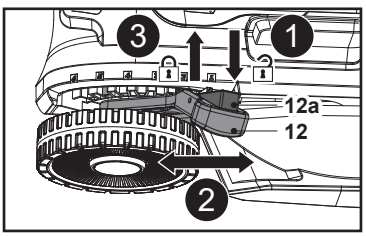

**Fig. 11**
1. Pulse el botón de bloqueo (12a) y manténgalo en esta posición (Fig. 11, paso 1).
2. Mueva la palanca (12) hacia adelante o hacia atrás para ajustar la altura de corte (Fig. 11, paso 2).
3. Suelte el botón de bloqueo (12a) y asegúrese de que la palanca (12) se acople adecuadamente en la ranura (Fig. 11, paso 3).